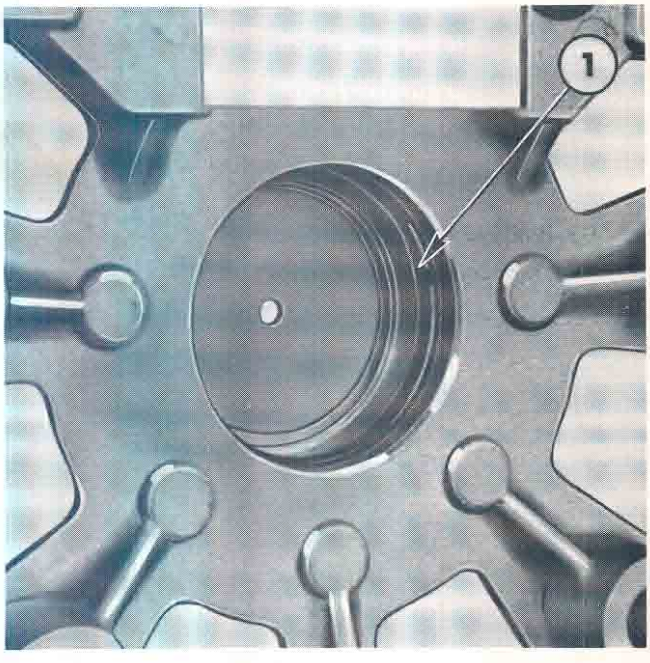

Figure 35
4. Install a new bearing retainer (O-Ring) in the bore recess, Figure 35.